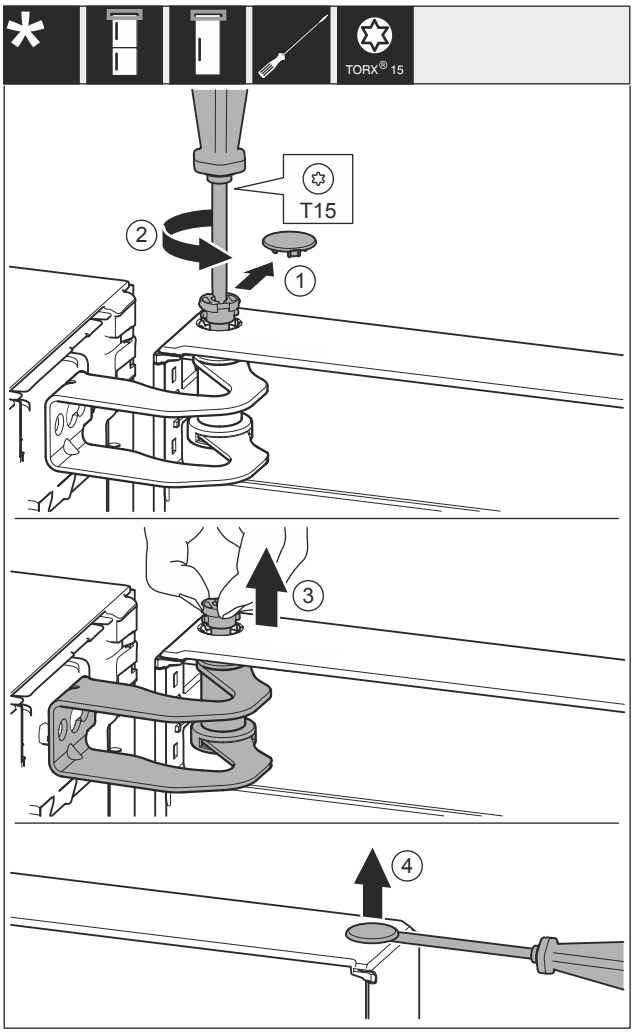

Fig. 29
- ▶ Opatrně sejměte kryt *Fig. 29 (1)*.
- ▶ Šroubovákem o kousek vyšroubujte čep *Fig. 29 (2)*.
- ▶ Čep *Fig. 29 (3)* vytáhněte prsty.
- ▶ Kryt *Fig. 29 (4)* opatrně nadzvedněte šroubovákem a odstraňte.